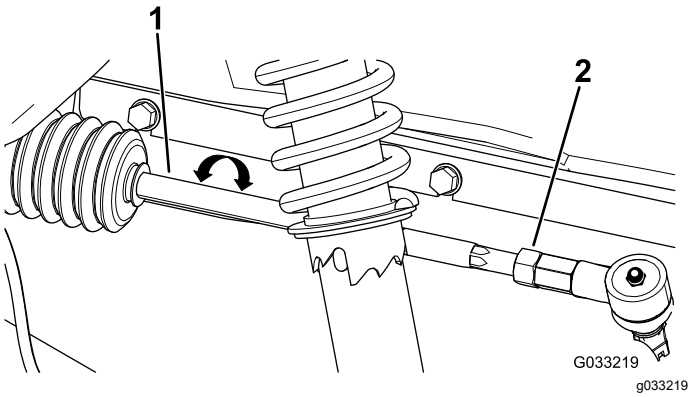

Figuur 51
2. Als deze afstand buiten het bereik van 0 tot 6 mm valt, moet u de contramoeren aan het uiteinde van de spoorstangen losdraaien (Figuur 51).